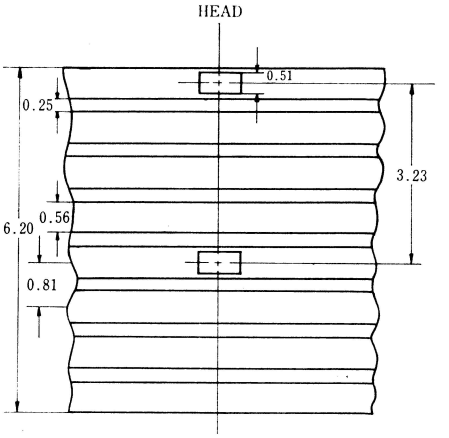

Fig 1 UNIT : m/m
2. **The upper edge of the head slit should be adjusted so that it is 0.05 mm below the upper edge of the tape (fig. 1).**